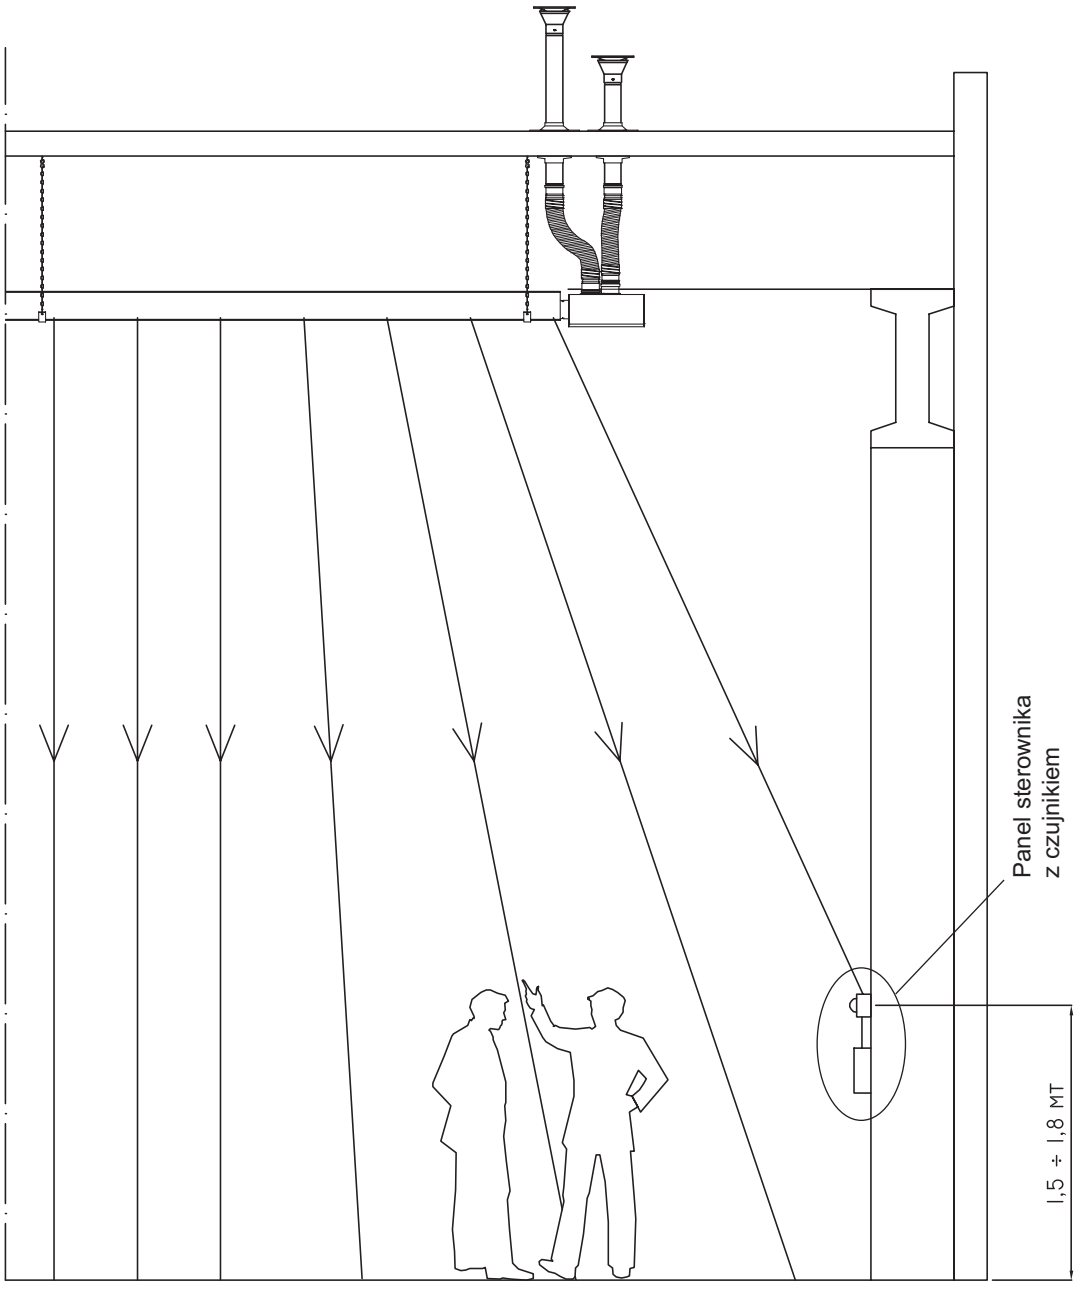

Rys. 8.1 Położenie czujnika temperatury
c) przymocować termostat na wysokości około 1.50÷1.80m powyżej podłogi w miejscu takim, aby był w zasięgu świecenia promiennika; tylko w ten sposób czujnik będzie w stanie kontrolować temperaturę wytwarzaną przez promiennik (patrz rys. 8.1).